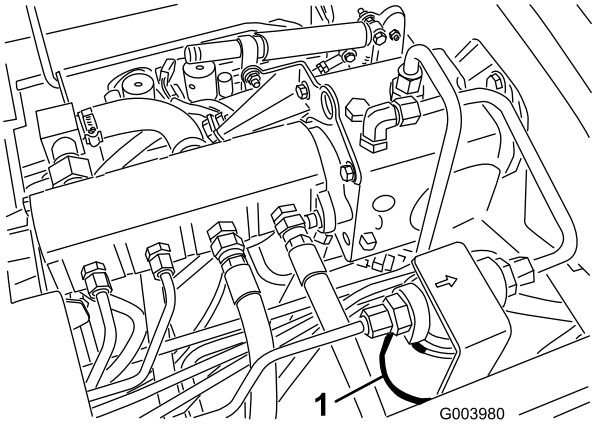
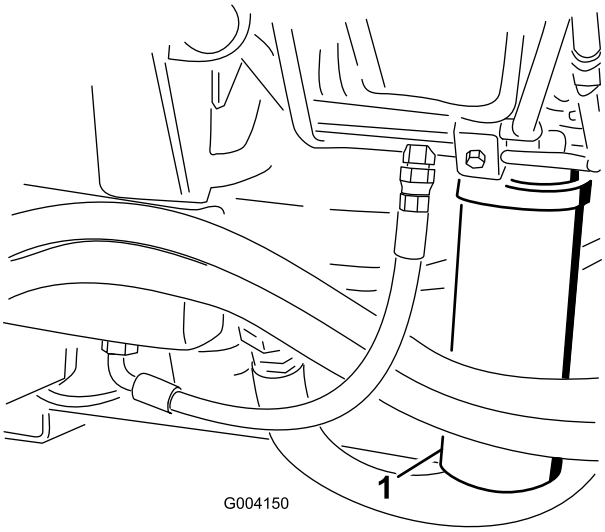

Figur 69
Figur 70
2. Rengör området där filtret ska monteras och sätt ett avtappningskärl under filtret i (Figur 69) och (Figur 70).